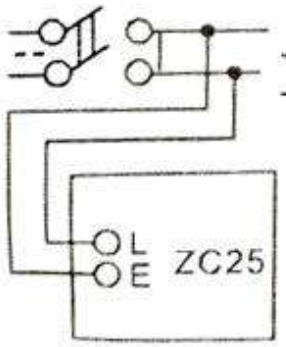

РИСУНОК 1
4.3 При измерении сопротивления изоляции подключите выводы измеряемой нагрузки к «земле» и «цепи нагрузки». Установите номинальную скорость вращения ручки и снимайте показания (см. рисунок 1).